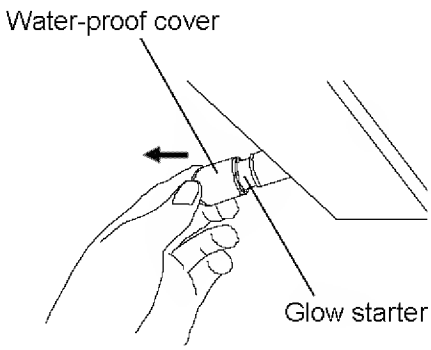

Fig. 5
2. Remove the water-proof cover and take out the glow starter. (glow starter; FG-1P) [Fig. 5]